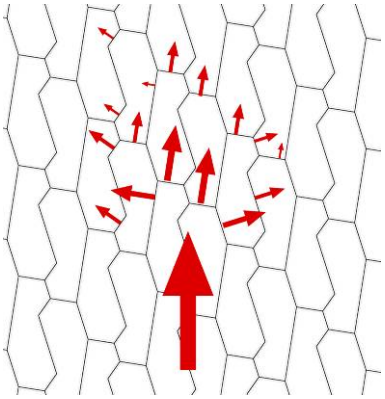

Figure 9
10), as well as the corrected land over a sand surface, guarantee an excellent performance under flexion stress. At the same time, when one or more pavers are submitted from all directions to horizontal weight, the contact between all the pavers transmits the load and all pavers create a 'working area' with high mechanical capacity. The design has chamfered block edges and uses sand in the joints in order to improve the influence on the structural performance of the space between adjoining blocks. When there is weight on the surface block, there is a degree of vertical deformation, which in turn generates horizontal forces. *(Figure 9*).